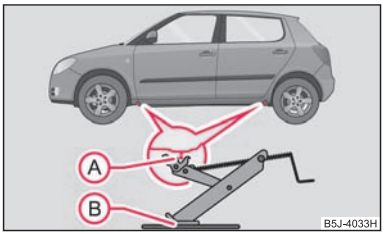

Fig. 155 Cambio de rueda: Puntos de apoyo del gato
- Para apoyar el gato, elija el punto de alojamiento del estampado en el largero inferior que se encuentre más cerca de la rueda defectuosa ⇒ página 195, fig. 155.
- Colocar el gato de tal modo, que su garra abarque el alma vertical del estampado del larguero inferior (A) y la superficie de apoyo inferior del gato (B) se encuentre en toda su superficie sobre el suelo firme.